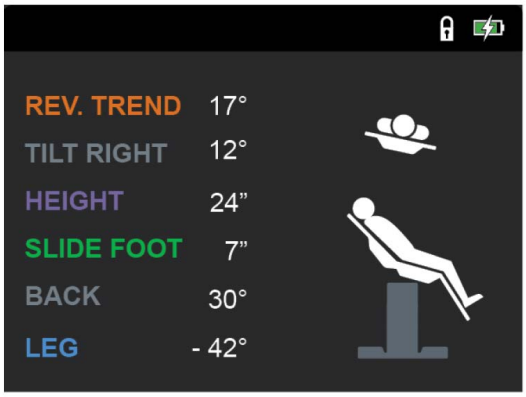

Figure 4-10. Typical Table Articulation Screen
6. When a pushbutton is pressed, a table articulation is commanded. Screen depicts approximate image of articulation (see *Figure 4-10*).